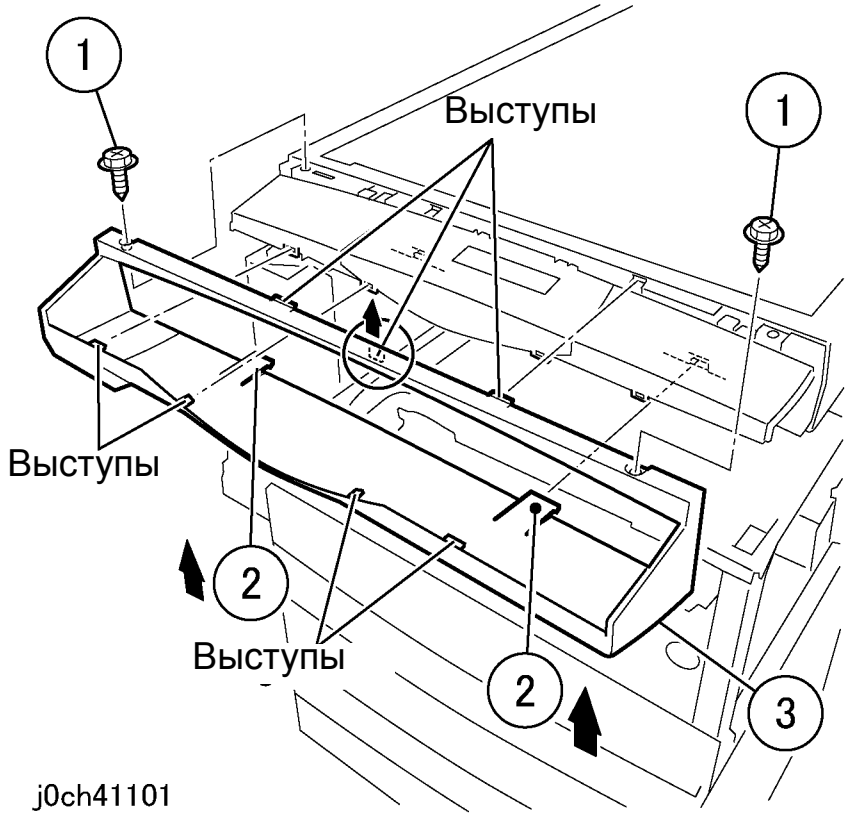

Рисунок 2 Снятие верхней крышки IIT (j0ch41101)
3. Снимите переднюю крышку IIT (рисунок 2).